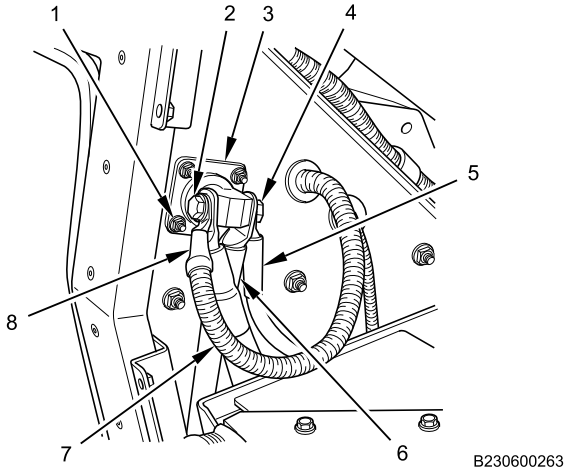

Figure 5. NATO Jump Start Connector Wiring.
5. Position negative battery post cable (Figure 5, Item 6) and 120-volt inverter cable (Figure 5, Item 5) on negative side of NATO jump start connector (Figure 5, Item 3) and secure with bolt (Figure 5, Item 4). Tighten bolt securely.
6. Position positive battery post cable (Figure 5, Item 7) and 150-amp mega fuse cable (Figure 5, Item 8) on positive side of NATO jump start connector (Figure 5, Item 3) and secure with bolt (Figure 5, Item 2). Tighten bolt securely.